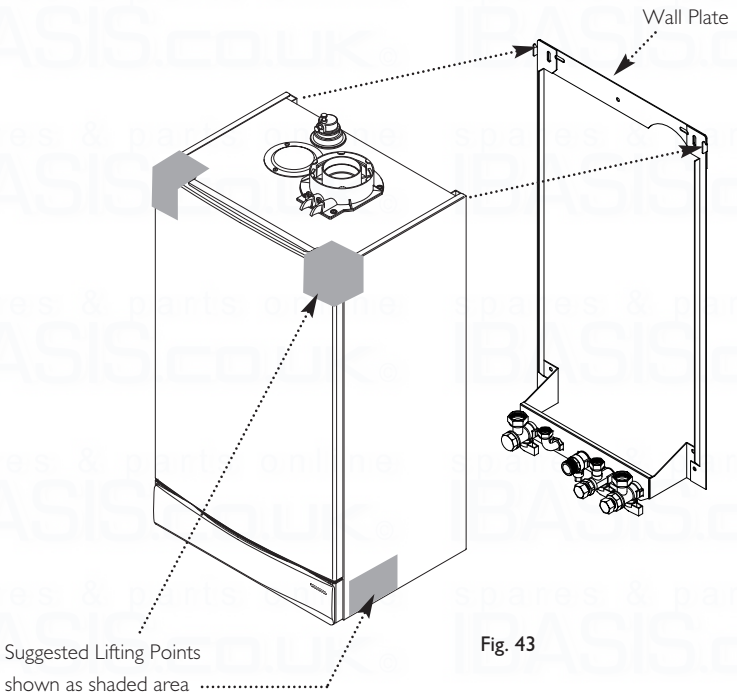

Fig. 43
1. Lift the boiler using the Lifting Points as shown by the shaded areas (Fig. 43). The boiler should be lifted by TWO PEOPLE. Engage the slots at the top rear of the boiler on the wall plate(see **Safe Manual Handling** page 5).